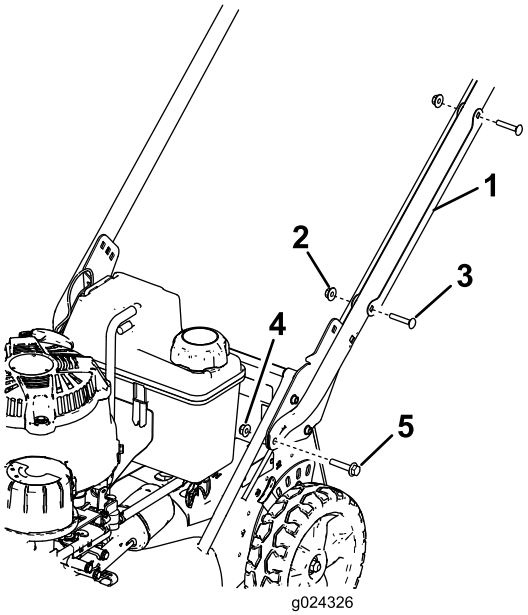

Figuur 3
1. Neem de kabelbescherming van de handgreep (Figuur 3) door de 2 slotbouten en 2 borgmoeren waarmee de kabelbescherming aan de handgreep is bevestigd te verwijderen.
2. Monteer de uiteinden van de handgreep op de behuizing van de machine; gebruik hiervoor 2 zeskantige flensbouten (5/16 x 1-1/2 inches) en 2 flensmoeren (5/16 inch), zie Figuur 3.
1. Slotbout (5/16 x 1-1/2 inch) (2)
2. Beugel van handgreep (2)
3. Flensmoer – 5/16 inch (2)
6. Plaats de kabelbescherming op de handgreep met de kabel(s) in de bescherming, en bevestig de bescherming op de handgreep. Gebruik hierbij de 2 slotbouten en de 2 borgmoeren die u eerder verwijderd hebt (Figuur 3).